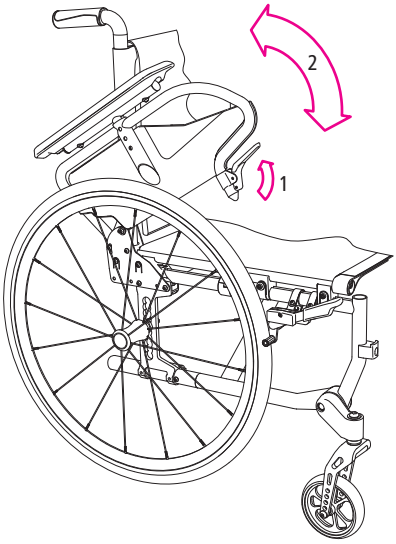

fig. 27
1. Spingere delicatamente verso l'alto la leva di blocco (1, fig. 27).
2. Ora la fiancata è sbloccata ed è possibile ripiegare l'intera fiancata verso il fondo/l'alto (2, fig. 27).